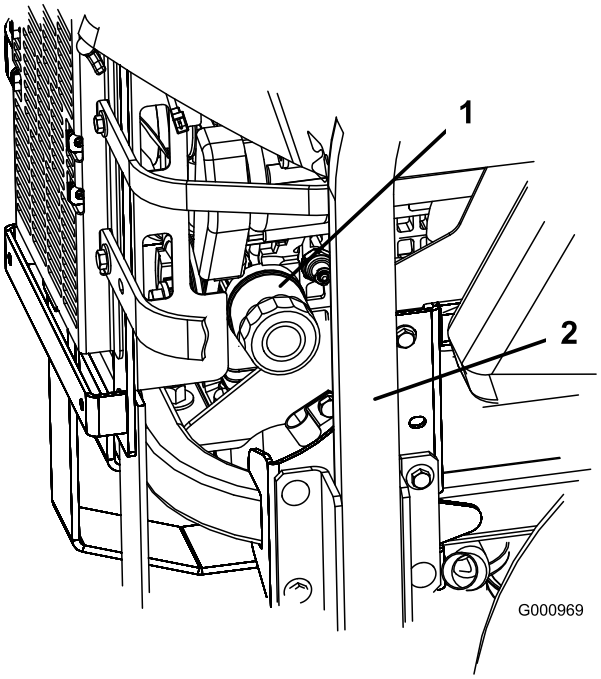
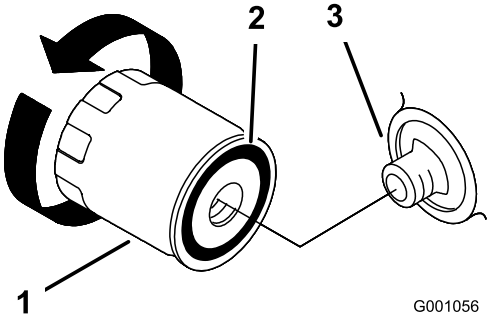

Figur 44
Figur 45
2. Vrid filtret motsols för att ta bort det (Figur 44 och Figur 45).